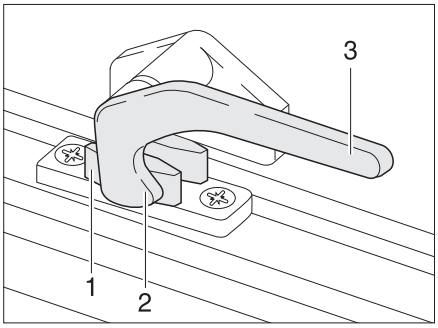

Fig. 33 Catch lever in "closed" position
- Turn the catch lever (Fig. 33,3) a quarter turn towards the centre of the window.
- Turn the catch lever (Fig. 33,3) a quarter turn towards the window frame. The locking catch (Fig. 33,2) is located on the inside of the window catch (Fig. 33,1).
- "Firmly closed" (Fig. 33)